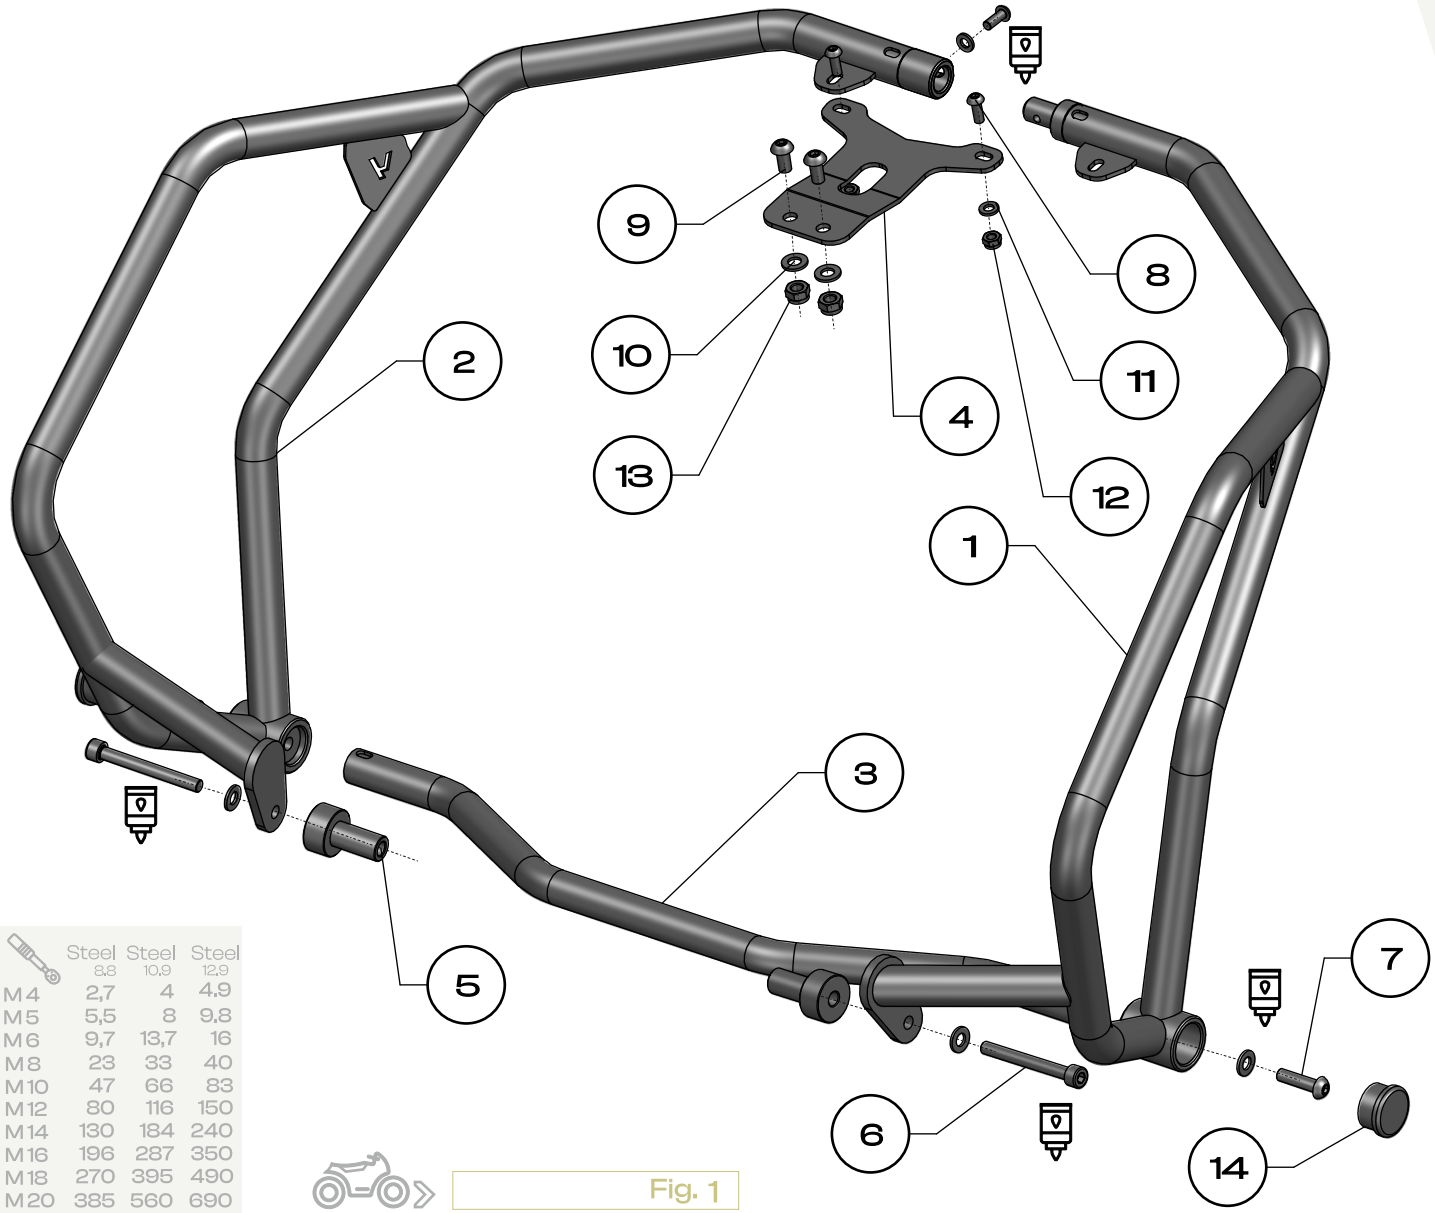

Fig. 1
6. Fasten crash bars **[1]** and **[2]** to bracket **[4]** using screw **[8],** washer **[11]** and nut **[12] [Fig.1], [Fig.6],**
7. Tighten crash bars **[1]** and **[2]** using screw **[8],** washer **[11] [Fig.1], [Fig.6],**
8. Join left and right crash bars **[1], [2]** using crash bar connector **[3].** Fasten with screws **[7]** and washers **[10].** Use medium-strength threadlocker. **[Fig.1], [Fig.8],**